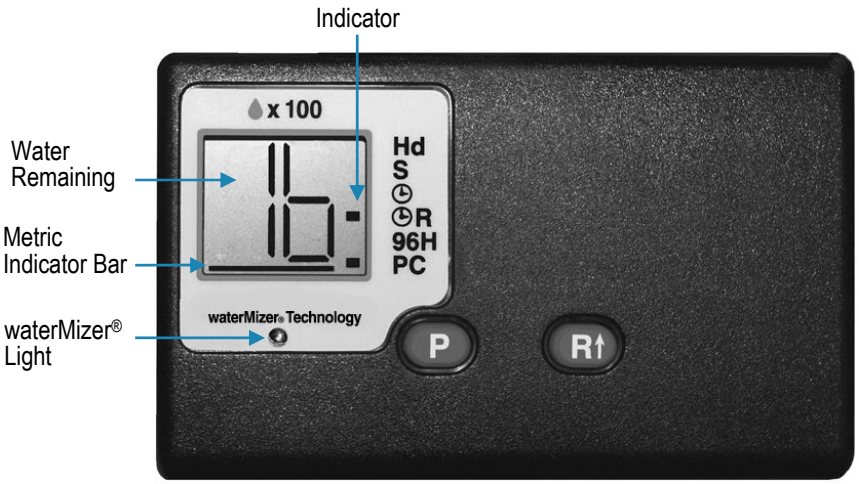
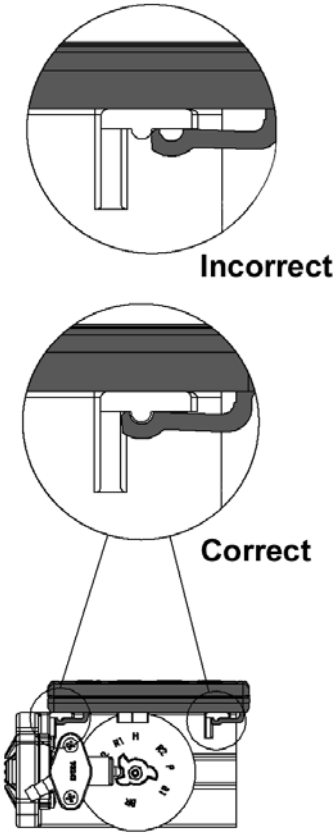

Figure 7: Two-Button Controller
Figure 8: Controller Tab Lock Detail
D. Open a cold water tap and allow the appliance to flush for 20 minutes or until approximately 72 gallons (270 L) have passed through the appliance. This procedure is required to meet NSF requirements. Verify the waterMizer® light is flashing on the controller, which indicates water flow. See Figure 7.
This appliance features a two-button controller with an LCD display. The controller can be used to view the appliance's status, perform regenerations, and change settings. See Figure 7. The controller must be set up correctly for the appliance to perform properly. **Note:** Ensure that the bottom of the controller is firmly locked onto the four tabs on the top of the drive end cap assembly. See Figure 8.